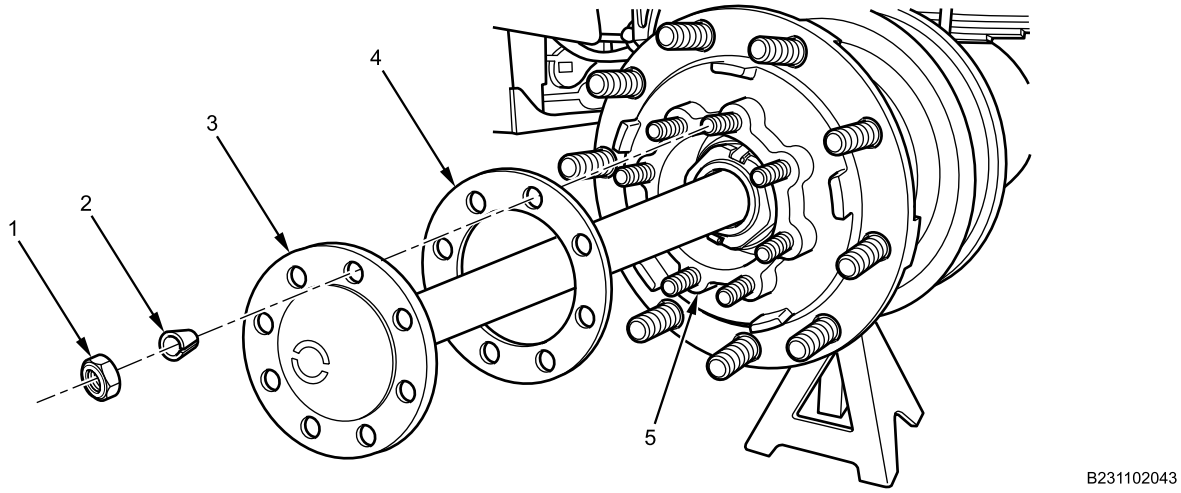

Figure 3. Rear Axle Shaft and Gasket.
1. Clean gasket mating surfaces from rear axle shaft (Figure 3, Item 3) and hub assembly (Figure 3, Item 5).
2. Install new gasket (Figure 3, Item 4), rear axle shaft (Figure 3, Item 3), and eight dowel bushings (Figure 3, Item 2) on hub assembly (Figure 3, Item 5) with eight new locknuts (Figure 3, Item 1). Torque to 150-230 lb-ft (203-312 N•m).